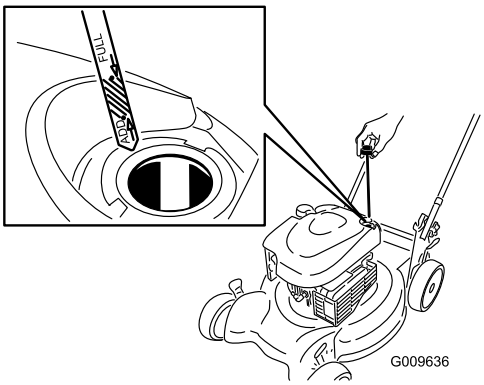

**Figuur 8**
1. Verwijder de peilstok uit de buis en veeg deze schoon. Schuif daarna de peilstok weer helemaal terug (Figuur 8).
2. Haal de peilstok eruit en controleer het oliepeil (Figuur 8). Als het peil onder de **Bijvullen**-markering op de peilstok staat, giet dan langzaam voldoende olie in de vulbuis totdat het peil de **Vol**-markering op de peilstok bereikt. **Niet te vol vullen.** (Maximale vulhoeveelheid: 0,59 l, type: SAE 30 reinigingsolie, met onderhoudsclassificatie SF, SG, SH, SJ, SL van het American Petroleum Institute [API] of hoger).